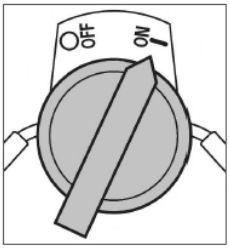

Рис. 15 Выключатель зажигания
6. Выключатель зажигания переведите в положение «ON» (Включено) (Рис. 15).
При возникновении аварийной ситуации, для экстренной остановки двигателя переведите выключатель зажигания двигателя в положение «OFF» (Выключено) (Рис. 15).